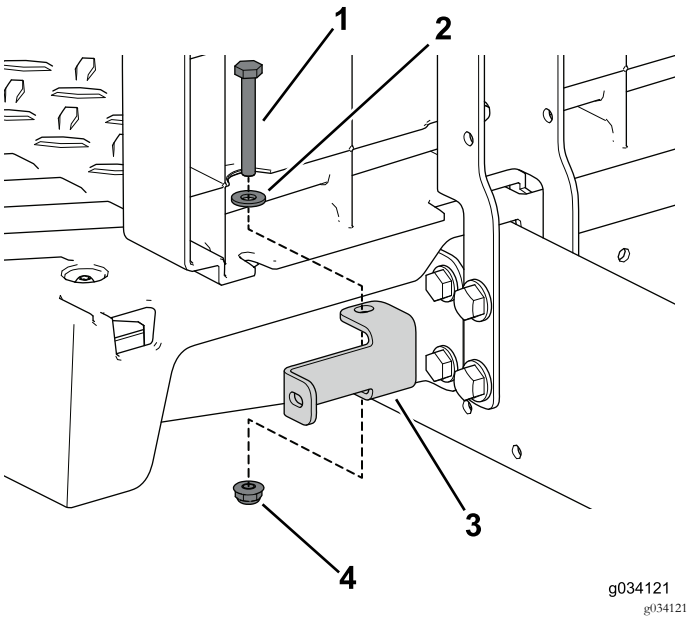

Figura 86
7. Utilizzate i 2 bulloni (¼" x ½"), la rondella e il dado di bloccaggio per fissare la staffa del pannello di sinistra e destra alla macchina (Figura 86).
8. Utilizzate le 4 viti autofilettanti per fissare la copertura laterale sinistra al gruppo del sedile (Figura 86).